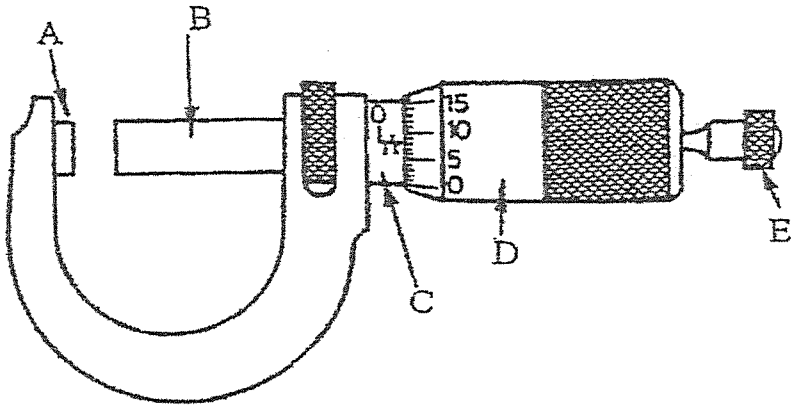

FIGURE 1 (5)
2.2 Label the components of the micrometer as shown in FIGURE 1 by writing only the answers next to the letters (A–E) in the ANSWER BOOK.